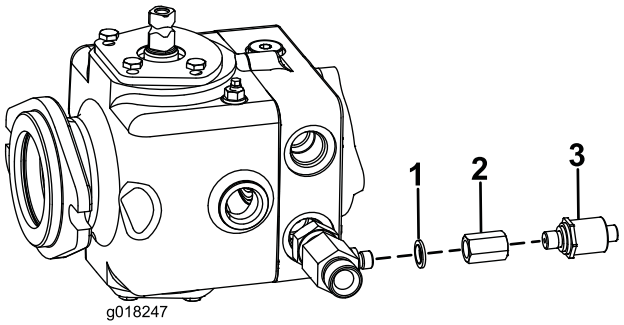

Figur 6
3. Skruva fast tryckomkopplaradaptern i T-stycket med en Dowty-tätning på 1/4 tum (Figur 6).
4. Skruva fast tryckomkopplaren i adaptern (Figur 6). Dra åt omkopplaren till 34 Nm.